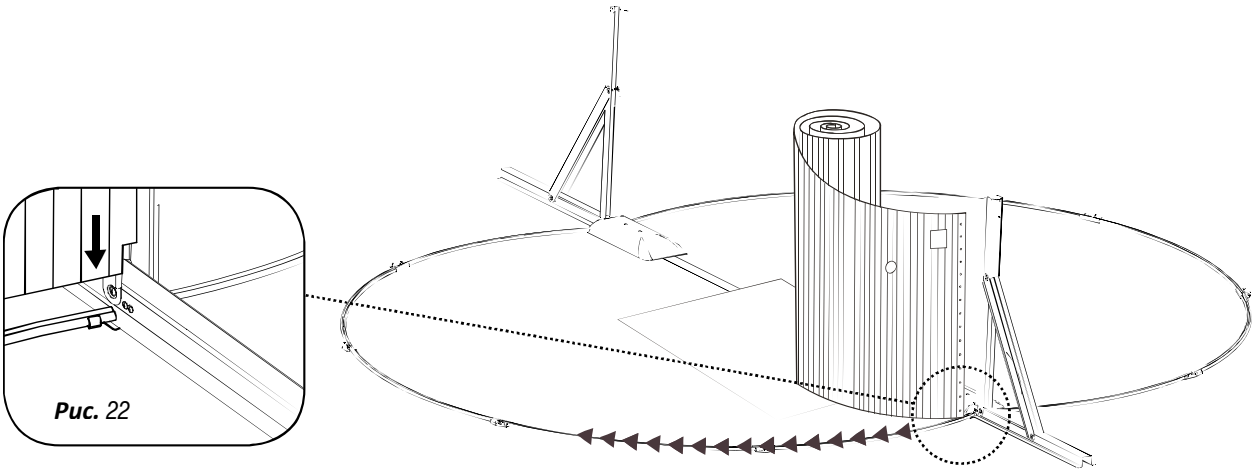

Рис. 22
8. ***Вставьте основание стены в боковое пространство нижней металлической опоры. Следите за тем, чтобы на участке не было постоянного ветра. Продолжайте разворачивать стену, вставляя нижний край в направляющие на всю длину (Рис. 22).***